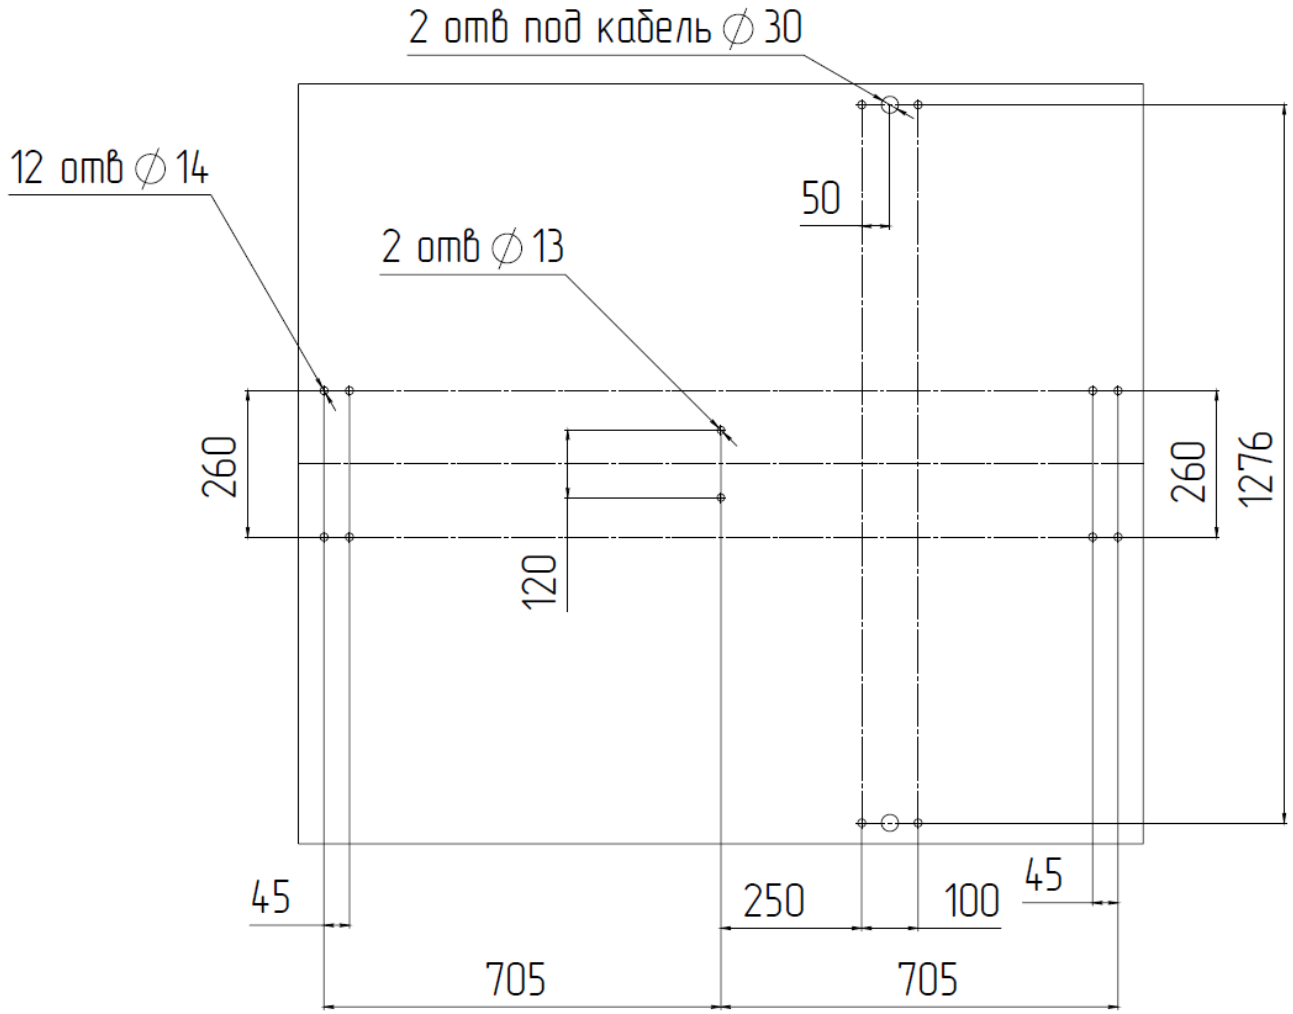

Рисунок 4 – Шаблон для установки турникета
4.2.4 Рисунок 4 – по установочным размерам, подготовьте отверстия диаметром 14 мм в полу под анкеры крепления стойки турникета глубиной 80 мм.